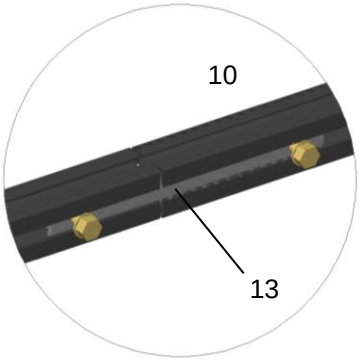

Abb. 6
9. Im Fall, dass mehrere Befestigungsprofile (10) miteinander verbunden werden, wird das Verbindungsteil (13) in die entsprechende Führung des Profils eingeschoben und verschraubt (Abb. 6).
10. Abschließend kontrollieren Sie den festen Sitz aller Schrauben (7) und Muttern (5).